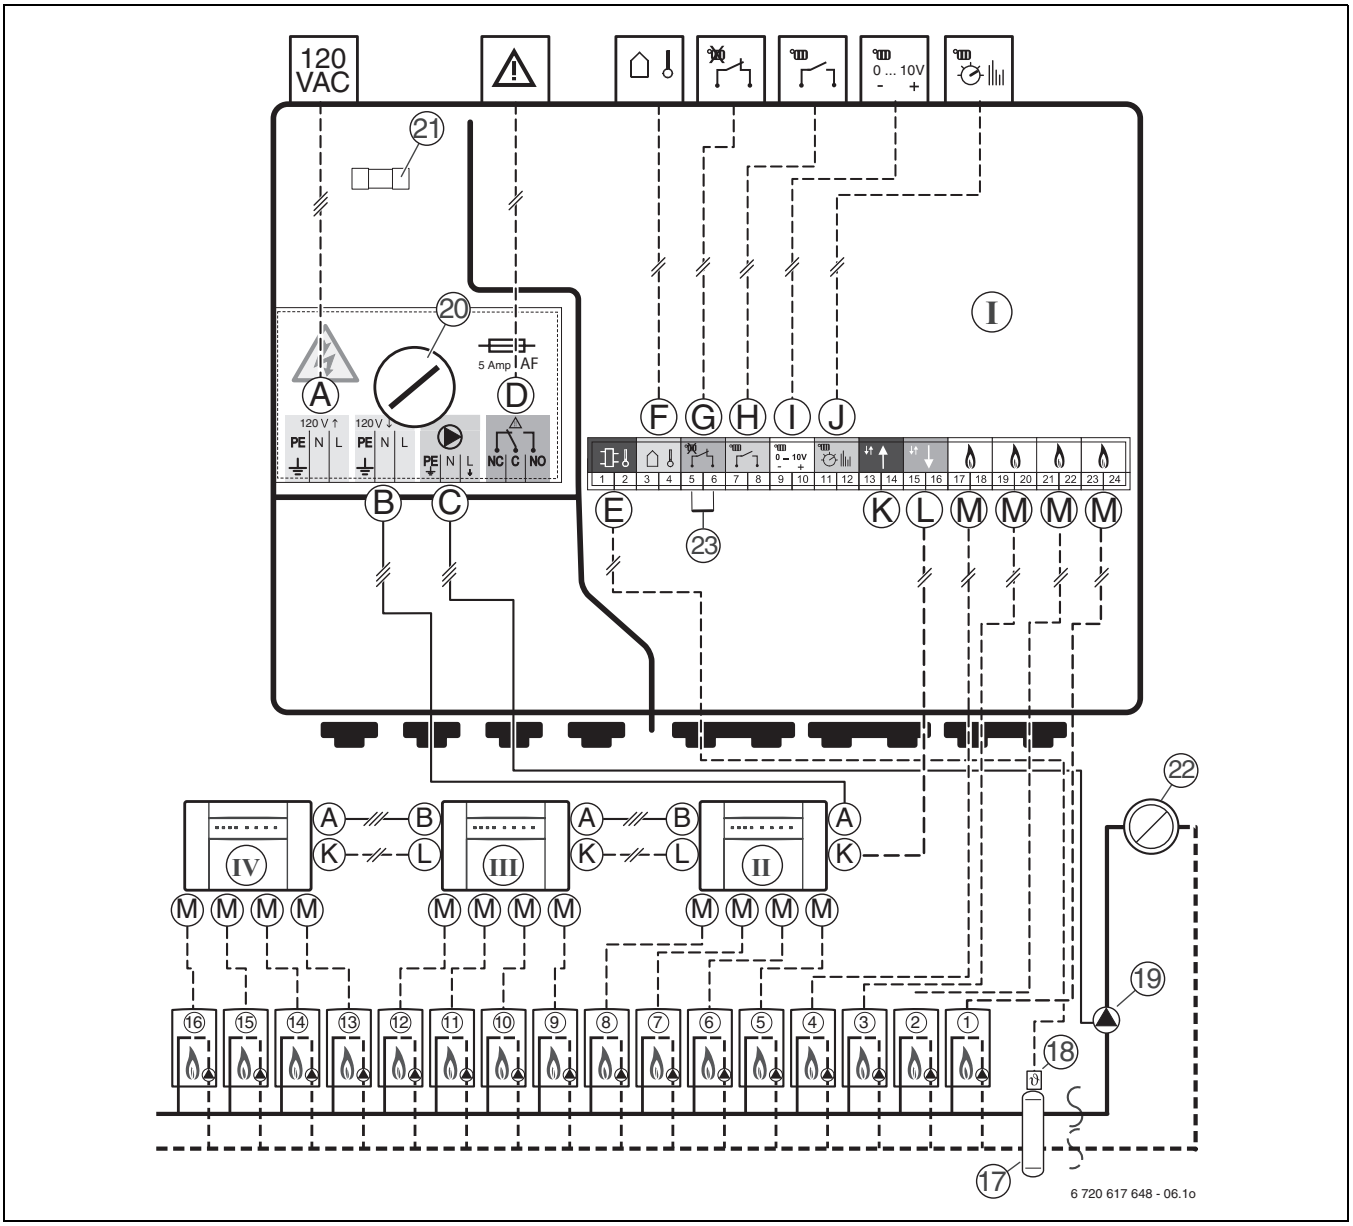

Fig. 6 Schéma de connexion
1) → fig. 6, page 29
Les modules ICM pilotent les chaudières en fonction des besoins calorifiques calculés par un thermostat. La demande de chaleur est communiquée à l'ICM de 4 manières différentes (→ fig. 6, bornes H, I ou J, page 29). Il existe 4 variantes de système possibles selon le thermostat utilisé (→ tabl. 6).
maximum (→ fig. 6, page 29). Un module ICM commande alors la cascade (ICM maître).
Le module ICM est équipé d'un contact de commutation externe (→ fig. 6, [G]). Pour les valeurs de référence de l'interrupteur (→ tabl. 3, page 23).
Cette variante présente un avantage : la possibilité de communication des modules pour la commande des circuits de chauffage avec le module ICM (→ fig. 6, page 29). Ce système garantit l'adaptation optimale de la quantité de chaleur produite par tous les circuits de l'installation de chauffage aux besoins réels. Grâce à cette variante du système, l'installation de chauffage assure un confort optimal pour une économie d'énergie maximale.
Les autres modules (→ fig. 6, [21], page 29) doivent être raccordés au BUS du thermostat.
- Respecter impérativement les schémas de connexion lors du câblage (→ fig. 6, page 29).
Un témoin lumineux de panne peut p. ex. être branché sur un contact de dysfonctionnement libre de potentiel (→ fig. 6, bornes D, page 29). L'état du contact de dysfonctionnement est également indiqué via une LED sur le ICM (→ tabl. 9, page 35).
En collaboration avec Hydronice 3, toujours connecter la sonde de température extérieure au module ICM (→ fig 6, page 29) et non à la chaudière.